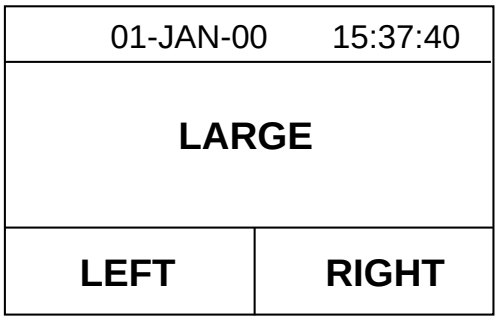

Figure 3-7 Location of nav data indications
7. Select the items LEFT and RIGHT and set their options like you did for LARGE, referring to Figure 3-7 for location of indications.